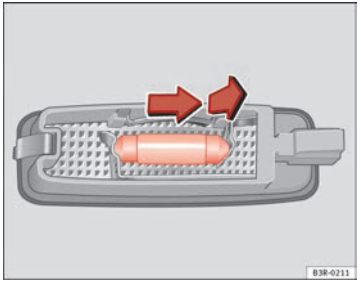

Fig. 243 Removing sun visor light
– Remove the bulb, moving it in the direction of the arrow and outwards ⇒ Fig. 243. ■